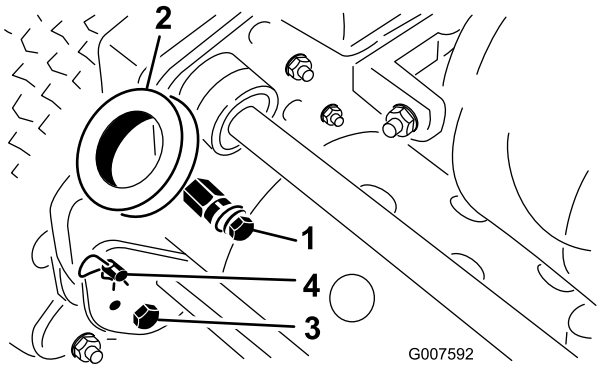

Figur 2
1. Afmonter boltene, låsemøtrikkerne og spændeskiverne, der fastgør bunden af håndtagets arme til hver side af maskinen (Figur 2).
2. Afmonter låseclipsene og ringpindene, der fastgør håndtagets arme til stellets bagende (Figur 2).
3. Sæt håndtagets ender gennem hullerne i håndtagsarmene, og juster hullerne ind efter monteringstapperne (Figur 2).
1. Fjern låseclipsene fra ringpindene på hver side af maskinen (Figur 2).
2. Fjern ringpindene fra hver side, mens du understøtter håndtaget, og hæv eller sænk håndtaget til den ønskede betjeningsposition (Figur 2).